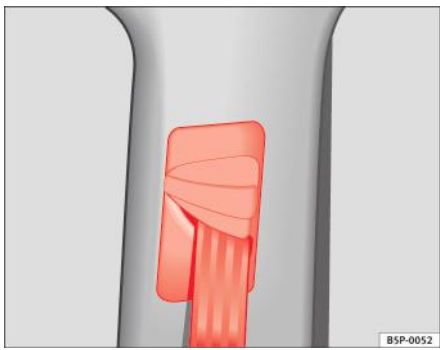

Fig. 16 Poziția dispozitivului de reglare a înălțimii centurii
– Apăsați continuu partea superioară a ghidajului porțiunii pentru umăr a centurii ⇒ fig. 16.